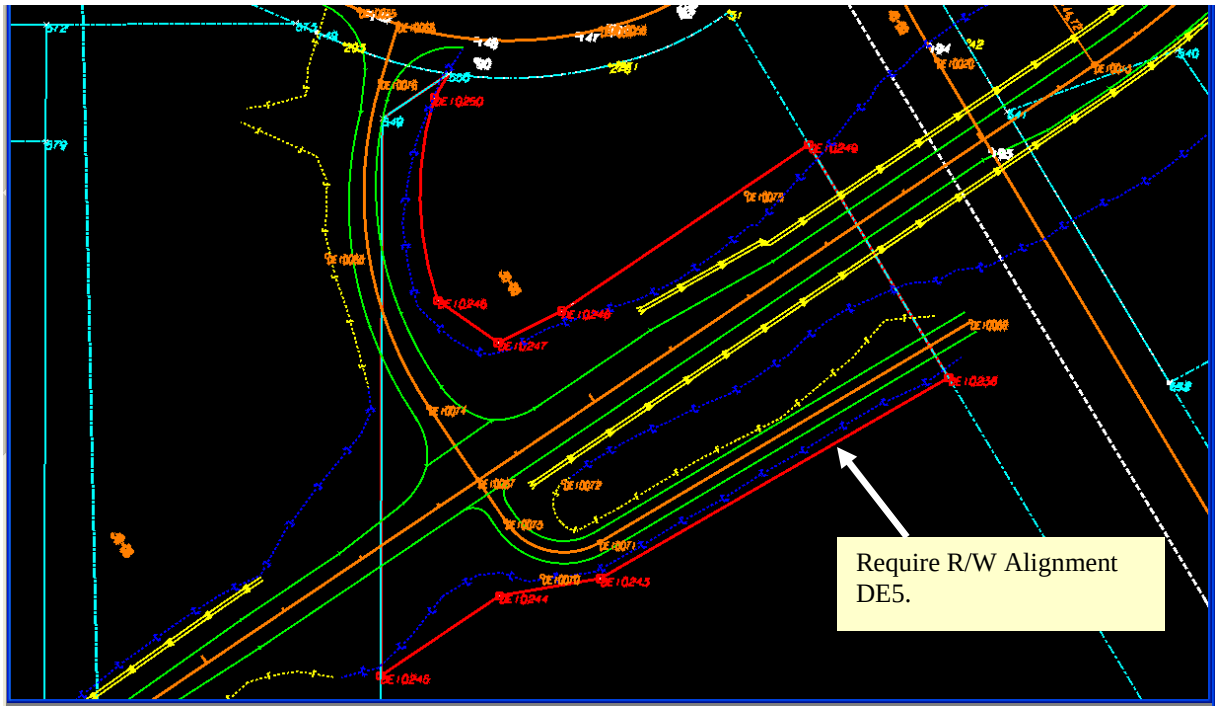

Figure L12-44 MicroStation View
- Verify your view in MicroStation matches that shown in *Figure L12-44* and the Required R/W Alignment **DE5** was drawn.